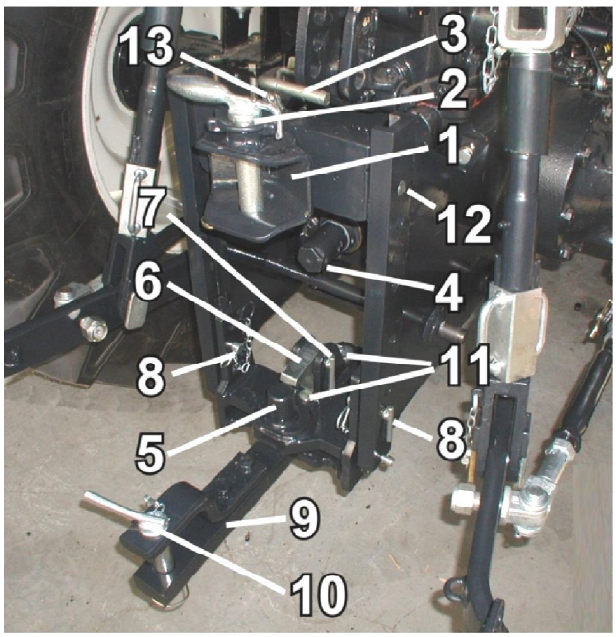

Rys. 4.6.2. Zaczepy
- Przesunąć górny zaczep transportowy w górne skrajne położenie (1- rys. 4.6.2)
- Wysunąć belkę zaczepu rolniczego (9- rys. 4.6.2) po wyjęciu sworzni (11 - rys. 4.6.2) ;
Górny zaczep transportowy (1 - rys. 4.6.2) służy do doczepiania maszyn dwuosiowych.
W celu zmiany położenia zaczepu należy nacisnąć przycisk blokady dźwigni regulacji 13 (rys. 4.6.2) i pociągnąć do góry dźwignię 3 (rys. 4.6.2) aby wysunąć sworznie blokujące z otworów prowadnic 12 (rys. 4.6.2). Następnie za pomocą tej samej dźwigni przesunąć zaczep na wymaganą wysokość i opuścić dźwignię ażeby sworznie trafiły w otwory na prowadnicy i zablokowały zaczep na odpowiedniej wysokości.
Zaczep rolniczy (9- rys. 4.6.2) służy do doczepiania maszyn i narzędzi rolniczych przyczepianych.
Dolny zaczep transportowy (5- rys. 4.6.2) służy do doczepiania przyczep jednoosiowych i maszyn posiadających oko dyszla o średnicy 50 mm. Aby dołączyć przyczepę należy podnieść i przesunąć do
tyłu blokadę zaczepu (6- rys. 4.6.2), nałożyć oko dyszla na zaczep następnie złożyć blokadę i zabezpieczyć sworzniem (7- rys. 4.6.2).